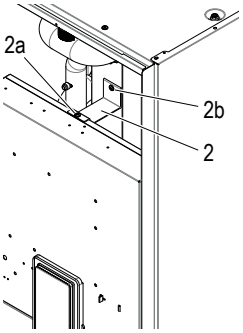

fig. 17 - aanzicht zonder voorpaneel
- draai de bovenste schroef los (ond. 2a - fig. 17)
NB: De achterste vergrendelbeugel kan worden verwijderd (ond. 2 - fig. 17) door het losdraaien van de schroef (ond. 2b - fig. 17).